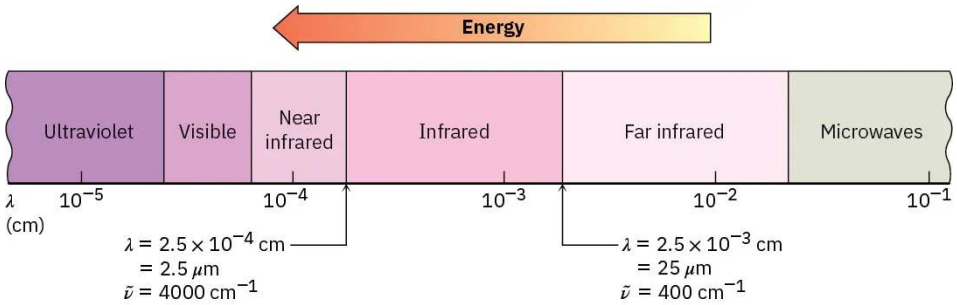

Figure 1.7.1: The infrared and adjacent regions of the electromagnetic spectrum.
In infrared (IR) spectroscopy, the IR region of the electromagnetic spectrum covers the range from just above the visible (7.8×10^{-7} m) to approximately 10^{-4} m, but only the midportion from 2.5×10^{-6} m to 2.5×10^{-5} m is used by organic chemists (Figure 1.7.1. Wavelengths within the IR region are usually given in micrometers ($1\ \mu m = 10^{-6}$ m), and frequencies are given in wavenumbers rather than in hertz. The wavenumber $\tilde{\nu}$ is the reciprocal of wavelength in centimeters and is therefore expressed in units of cm^{-1}.